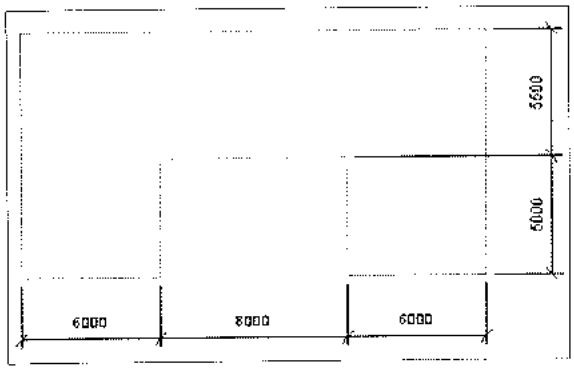

Рис. 27.9. *Наружный контур здания*
3. В Навигаторе проекта открыть вид *Level 1* и, выбрав на ленте **Home** в разделе **Model** инструмент **Model Lines** (Модельные линии), построить наружный контур здания (рис. 27.9), который будет являться единственным содержимым главной модели.